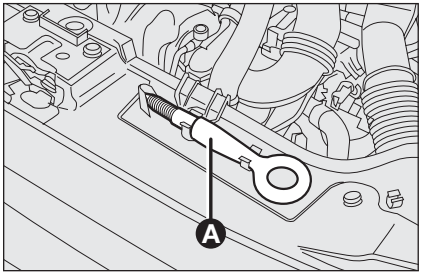

fig. 26 F0P0243m
The tow ring provided with the vehicle is housed in the engine compartment as shown in **fig. 26**.
- ❒ open the bonnet and release the tow ring **A-fig. 26** from its seat;